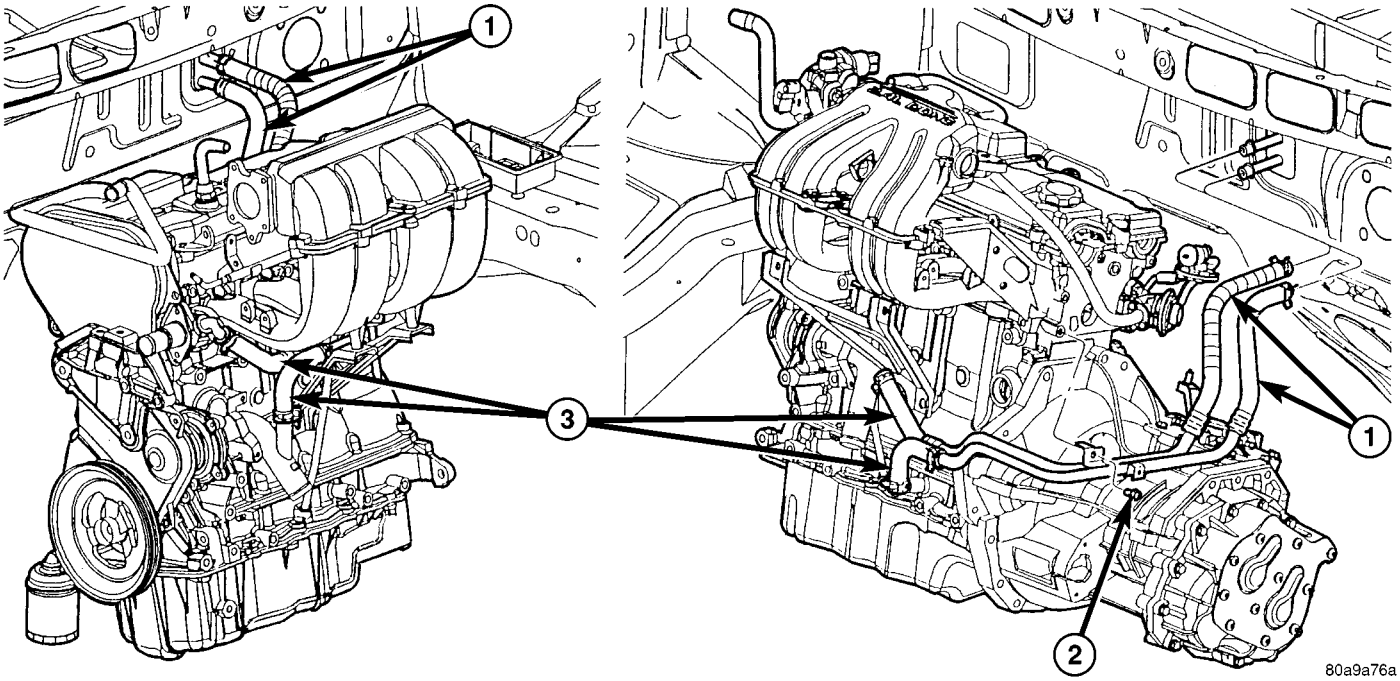
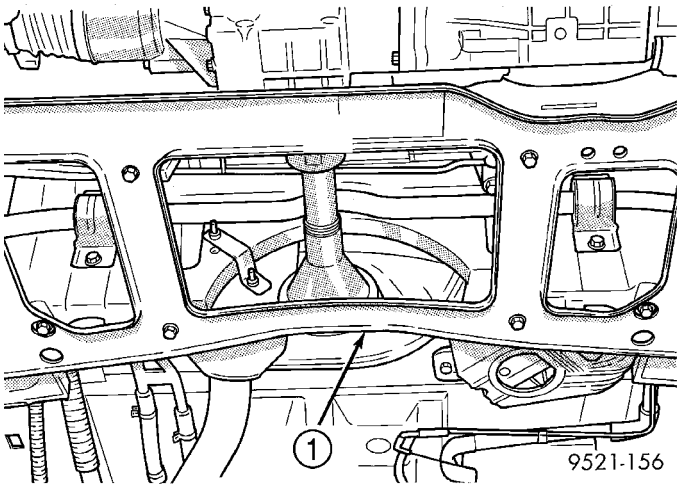

Fig. 5 HEATER HOSES - 2.4L
Fig. 6 Crossmember Cradle Plate
(9) Using a blade or suitable hose cutter, cut transaxle oil cooler lines off flush with fittings. Plug cooler lines and fittings to prevent debris from entering transaxle or cooler circuit. A service splice kit will be installed upon reassembly.
(10) Disconnect transmission shift linkage and electrical connectors.
(11) Disconnect throttle body linkage.
(12) Disconnect engine wiring harness.
(13) Disconnect heater hoses from heater (Fig. 5).
(14) Discharge air conditioning system. (Refer to 24 - HEATING & AIR CONDITIONING/PLUMBING - STANDARD PROCEDURE)
(15) Hoist vehicle and remove front wheels and tires.
(16) Remove accessory drive belt splash shield.
(17) Remove accessory drive belts. (Refer to 7 - COOLING/ACCESSORY DRIVE/DRIVE BELTS - REMOVAL)
(18) Remove axle shafts. (Refer to 3 - DIFFERENTIAL & DRIVELINE/HALF SHAFT - REMOVAL)
(19) Drain engine oil and remove oil filter. (Refer to 9 - ENGINE/LUBRICATION/OIL - STANDARD PROCEDURE)
(20) Remove crossmember cradle plate (Fig. 6).
(10) Install crossmember cradle plate (Fig. 6).
(11) Install new oil filter.
(12) Install power steering pump and bracket.
(13) Connect power steering supply line to pump and remove pinch-off pliers.
(14) Connect A/C compressor hoses to compressor.
(15) Install accessory drive belts. (Refer to 7 - COOLING/ACCESSORY DRIVE/DRIVE BELTS - INSTALLATION)
(16) Install axle shafts. (Refer to 3 - DIFFERENTIAL & DRIVELINE/HALF SHAFT - INSTALLATION)
(17) Install accessory drive belt splash shield.
(18) Install front wheels and tires.
(19) Remove plugs from transmission cooler hoses and install transaxle oil cooler line service splice kit. Refer to instructions included with kit.
(20) Connect the transaxle shift linkage and electrical connectors.
(21) Connect heater hoses (Fig. 5).
(22) Install ground straps.
(23) Connect all engine and throttle body electrical connections.